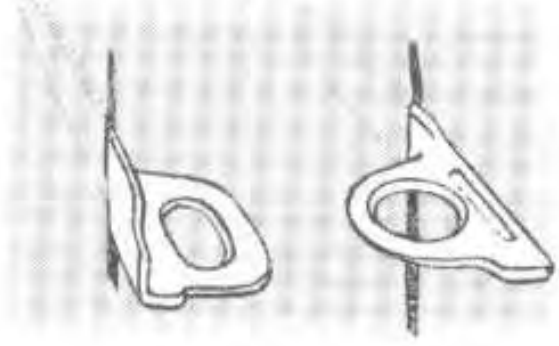

Fig. 91 – Horizontal pitons.
- Horizontal pitons, with a lateral (L-piton) or central (T-piton) eyehole, both of which are perpendicular to the blade (fig. 91). These are also used for narrow cracks.